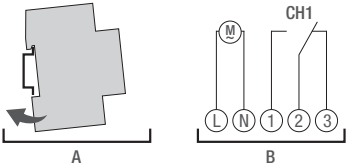

Fig. 4: Montering på DIN-skinne og koblingsskjema
1. Sett fordelingstidsuret på DIN-skinnen (fig. 4/A) ovenfra, og trykk det bakover til det går i lås.
2. Installer fordelingstidsuret i henhold til koblingsskjemaet (fig. 4/B) (bruk ledninger med tverrsnitt på mellom 1 mm² og 2,5 mm²).